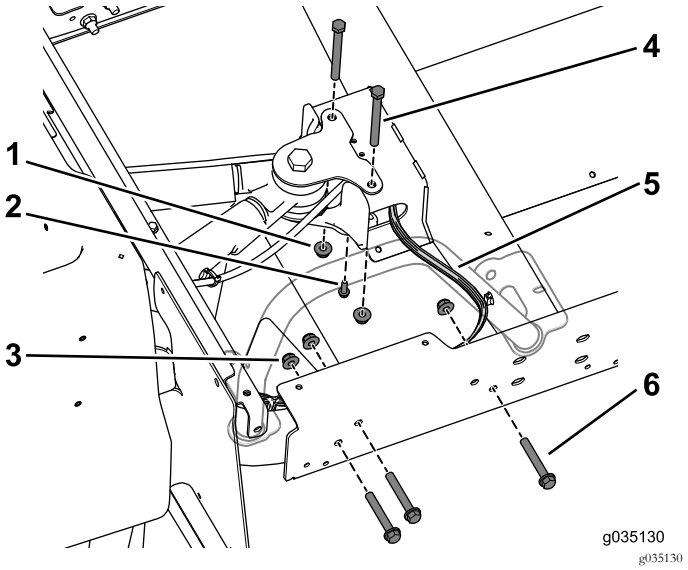

Figura 76
8. Utilize os três parafusos (3/8" x 2½") e as porcas flangeadas para instalar sem apertar a calha de extensão na estrutura traseira (Figura 76). Faça isto em ambos os lados da máquina.
Nota: Certifique-se de que a cablagem sai do canal central no lado direito (Figura 76).
9. Utilize o parafuso autorroscante (¼" x ¾") para travar a união em T no canal central (Figura 76).
10. Utilize os dois parafusos (3/8" x 3¾") e as porcas flangeadas para instalar sem apertar o canal central na montagem traseira (Figura 76).